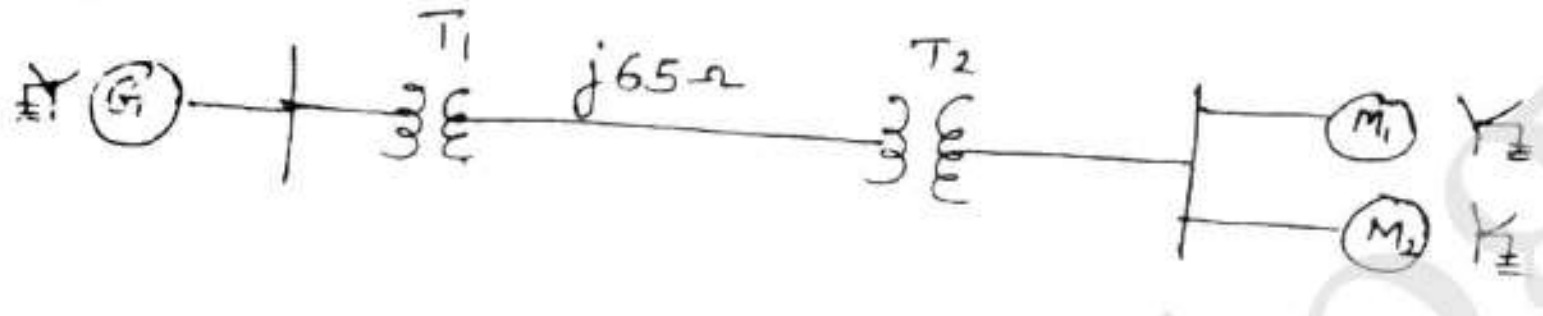

Fig. Q1 (b)
b. Draw the per unit reactions diagram for the power system shown in Fig. Q1 (b). Selecting the generator rating as the base. Also find the generator terminal voltage.